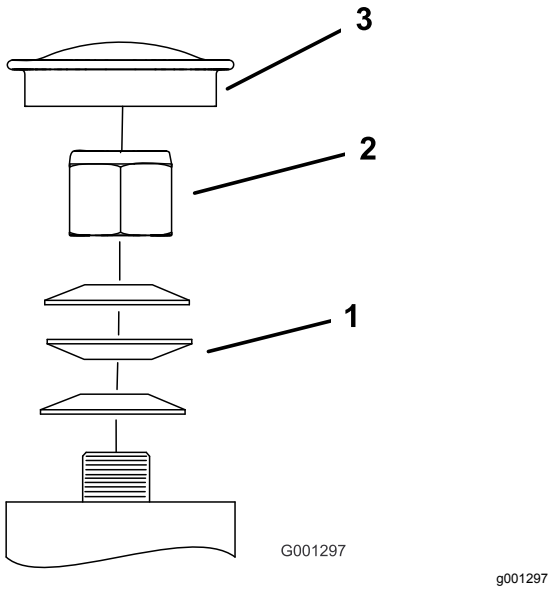

Bild 57
3. Entfernen Sie den Staubdeckel vom Laufrad und ziehen Sie die Sicherungsmutter an (Bild 57).
4. Ziehen Sie die Sicherungsmutter so weit fest, dass die Federscheiben flach liegen und schrauben dann um Viertelumdrehung zurück, um die Lager richtig vorzuspannen (Bild 57).
Wichtig: **Achten Sie darauf, dass die Federscheiben richtig eingesetzt sind, siehe Bild 57.**
5. Setzen Sie den Staubdeckel auf (Bild 57).